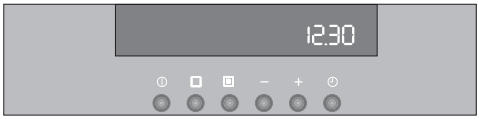

Рис. 9
2) Нажмите кнопку “+“, для того чтобы задать нужное время. Максимальное время равно 23 часам 59 минутам. После того как время будет задано, после 3-секундной отсрочки таймер начнет отсчет (Рис. 9).